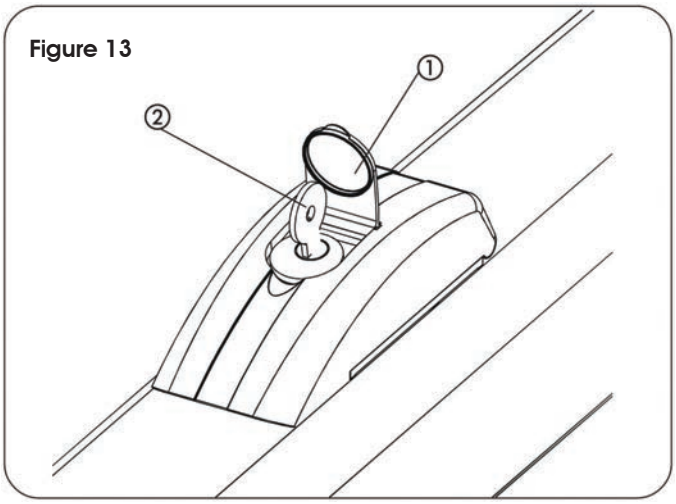

Figure 13
- Lift the protective cap (Fig. 13, Ref.1) and insert the supplied key (Fig. 13, Ref. 2).
- Turn the key 90°clockwise to open the cover.